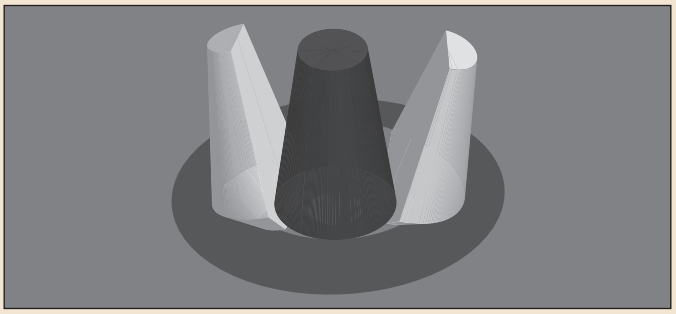

Figura 18.20: Verifique a instalação das presilhas.
9. Observe a instalação do cooler pelo lado da solda da placa-mãe (isto é, pelo lado da placa no qual não há componentes). Você deverá ver em cada presilha instalada duas partes de plástico branco com um pino preto no meio fazendo um "sanduíche" (ver Figura 18.20). É muito comum ocorrer de apenas uma das partes brancas ter passado para o outro lado da placa, com a outra parte tendo dobrado e ficado do lado dos componentes da placa-mãe. Se você vir alguma presilha nesta situação, deverá remover o cooler e refazer a sua instalação. Para isso, efetue os passos 1 e 2 e puxe o cooler inteiro para cima. Desamasse a parte plástica problemática e repita o processo de instalação do cooler.